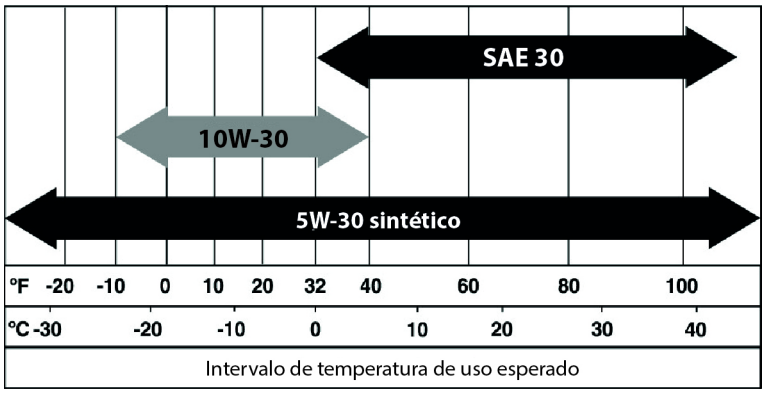

Figura 4-1: Aceite recomendado en base a la temperatura
7. Llene el motor con el aceite recomendado apropiado. Para el aceite recomendado, vea la Figura 4-1